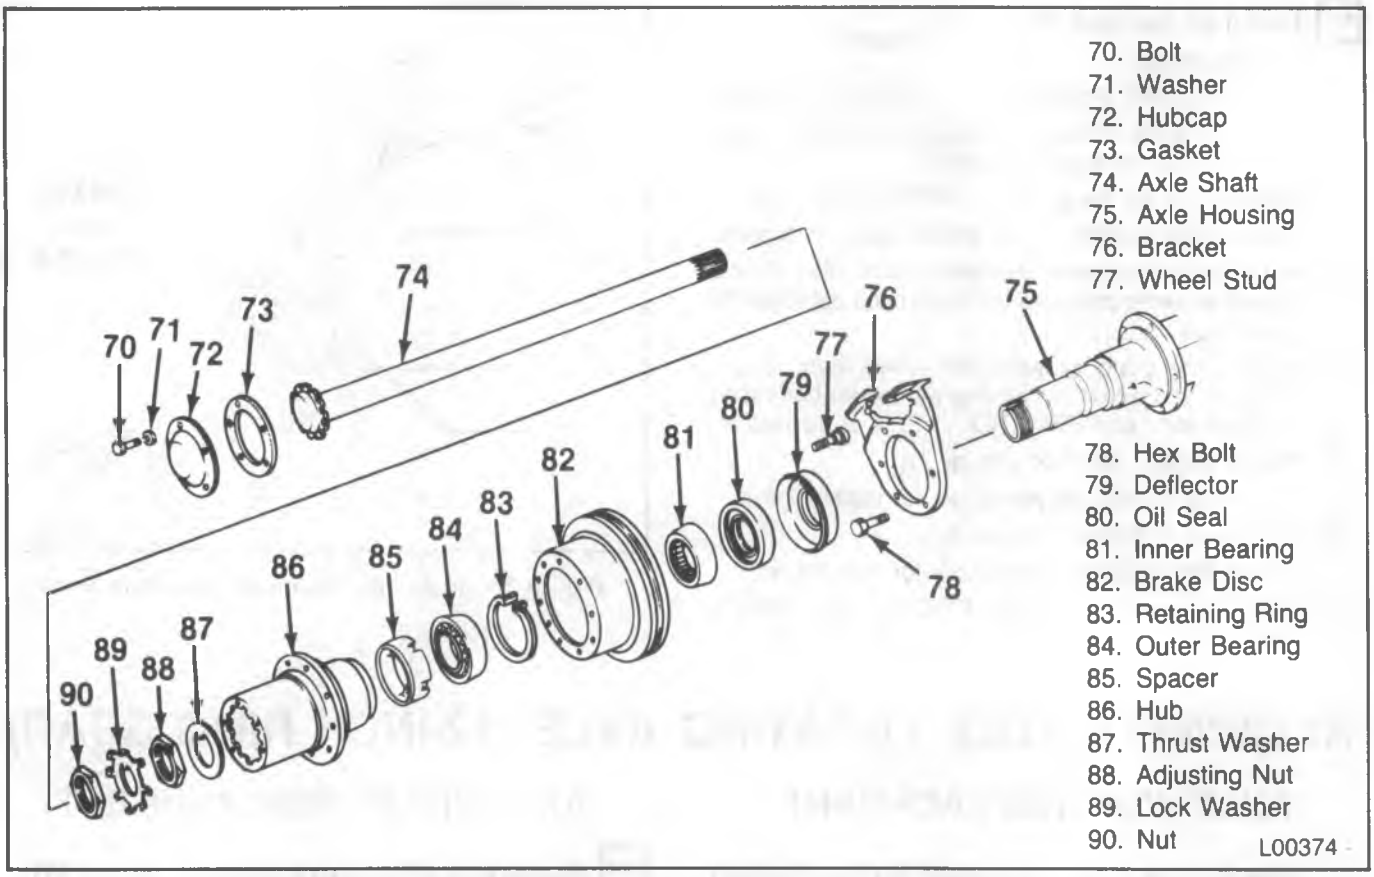

Figure 36—Rockwell 12-Inch Ring Gear Axle and Hub Components
Remove or Disconnect (Figures 36 and 37)
Install or Connect (Figures 36 and 37)
1. Axle shaft (74).
- Tap the axle shaft (74) into position using J 2619-01 (figure 36).
- Index the axle shaft (74) splines into the hub (86) splines.
2. Gasket (73).
3. Hub cap (72).
4. Washers (71) and bolts (70).
Remove or Disconnect (Figures 36 and 38)
Install or Connect (Figures 36 and 38)